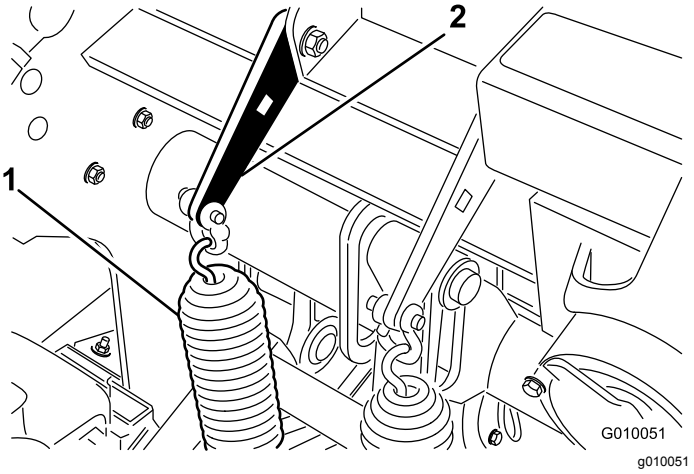

Figuur 37
2. Draai de moeren van de slotbouten los waarmee de beugels van de veer zijn bevestigd aan de beluchtingskop (Figuur 37). Verwijder de moeren niet.